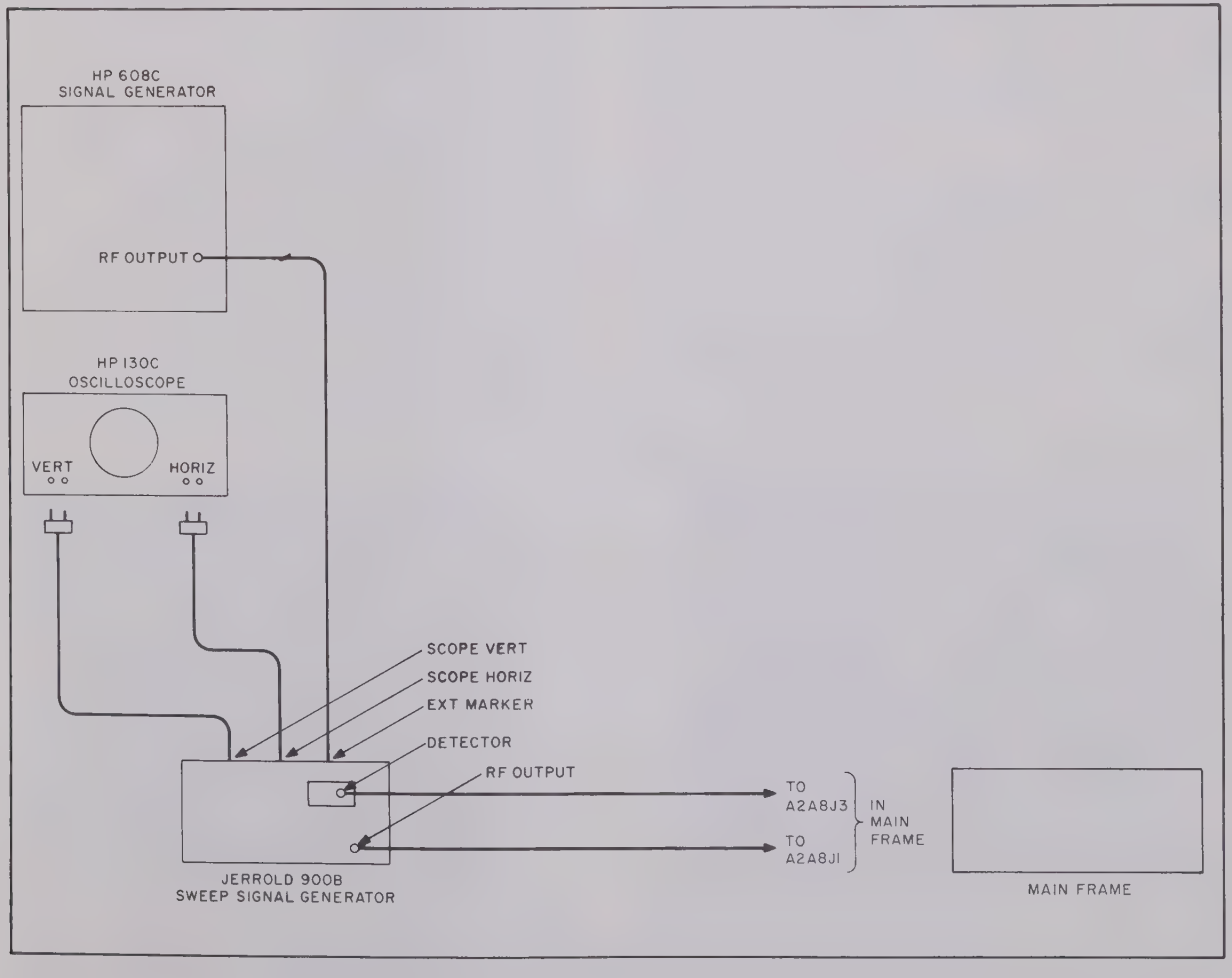

Figure 4-21. 60-MHz I-F Amplifier A2A8 Alignment, Equipment Setup
a. Connect the equipment as illustrated in figure 4-21.